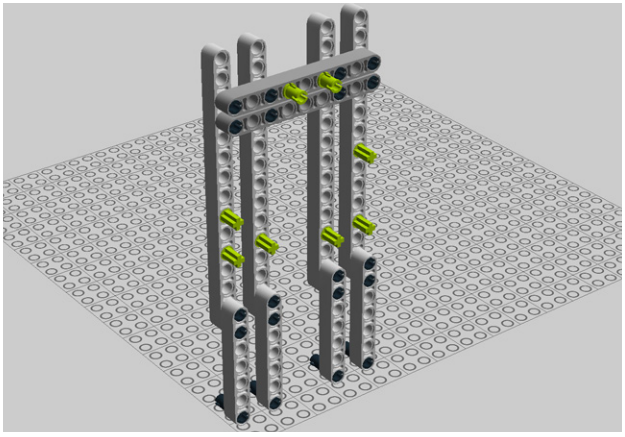

Figure 5-29. *Step 22: Adding pegs*
22. Add 2 regular and 6 cross-axle connector pegs as shown in Figure 5-29.